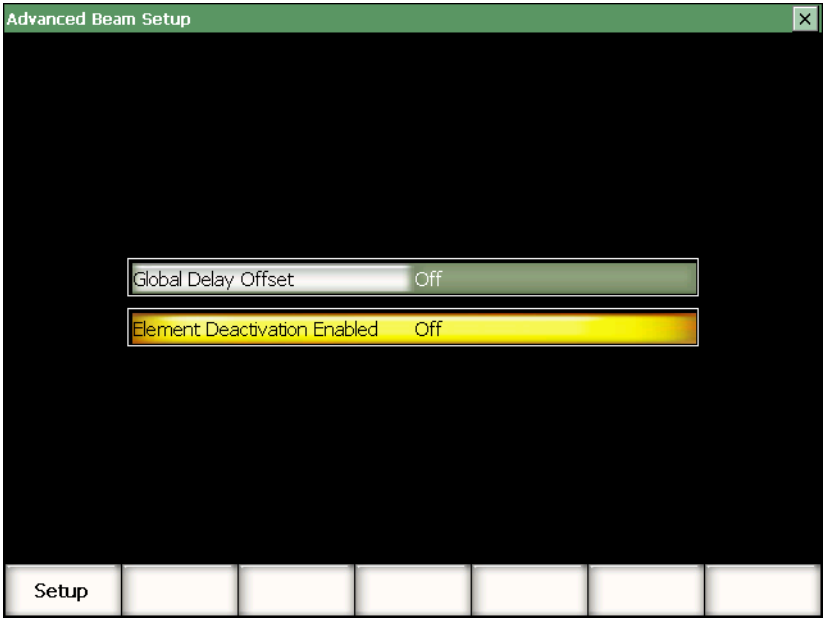

Figure 12-10 The Advanced Beam Setup page
1. Select **PA Probe > Advanced** to enter the **Advanced Beam Setup** page (see Figure 12-10 on page 318).